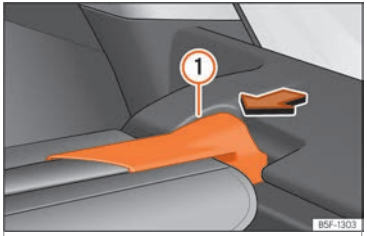

Fig. 126 En el maletero: desmontar la bandeja.
- Presione el soporte de la bandeja ››› **fig. 126** (1) en el sentido de la flecha.
- Encaje el soporte de la bandeja ››› fig. 126 (1) en el alojamiento del otro lado.